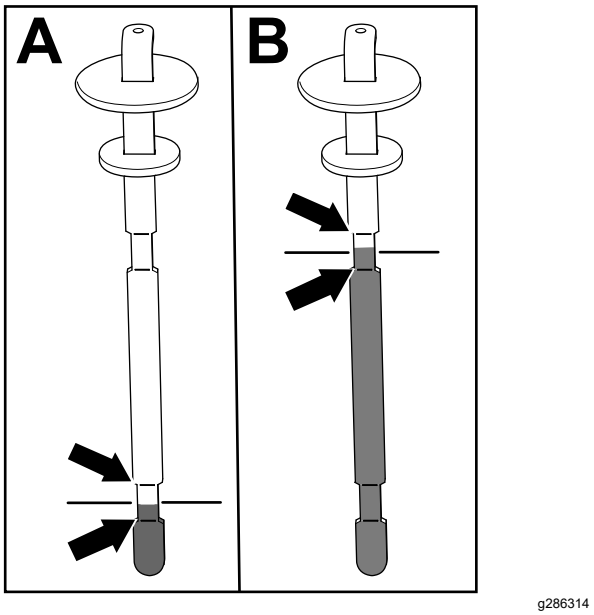

**Figuur 84**
5. Verwijder de peilstok en controleer het vloeistofpeil (Figuur 84).
- **Als de maai-eenheid is uitgerust:** het peil van de hydraulische vloeistof is goed als het tussen de 2 onderste markeringen op de peilstok reikt (A in Figuur 84). Het is ook aanvaardbaar als het vloeistofpeil boven de onderste markeringen reikt.
- **Als uw machine uitgerust is met de slangset voor hydraulisch aangedreven werktuigen:** het peil van de hydraulische vloeistof is goed als het tussen de 2 bovenste markeringen op de peilstok reikt (B in Figuur 84).